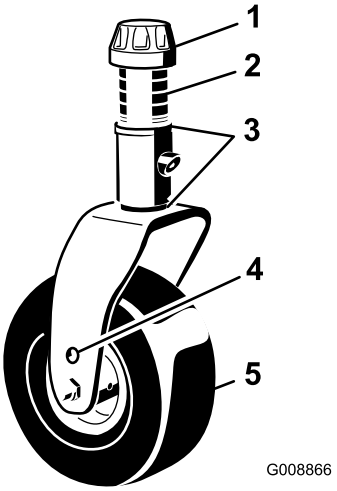

Figuur 14
4. Verwijder het klemkapje van de spilas en schuif de as uit de zwenkwielarm (Figuur 14).